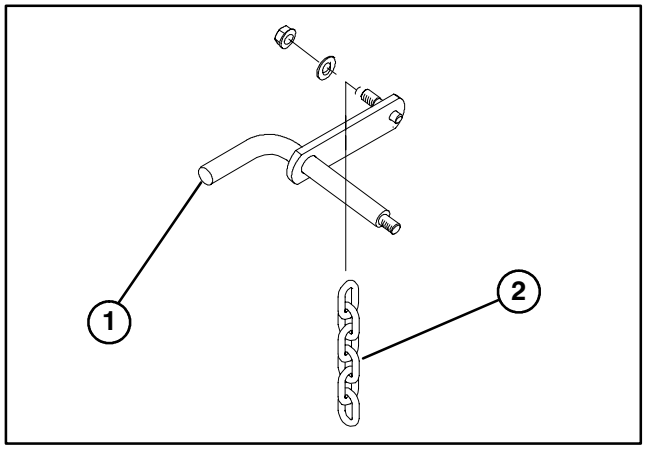

Figure 8
22. Mount a lift chain to each pivot rod with a flat washer and lock nut (Fig. 8).